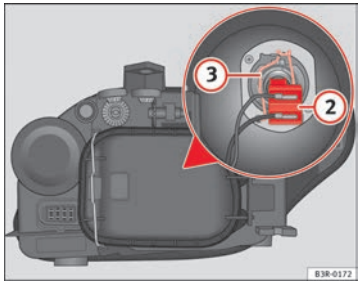

Fig. 211 Dipped beam headlights
– Pull the connector ⇒ Fig. 211 (2) from the bulb.
– Unclip the retainer spring ⇒ Fig. 211 (3) pressing inwards to the right.